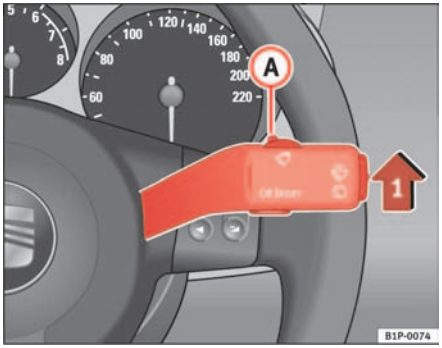

Fig. 64 Windscreen wiper lever
– Move the windscreen wiper lever into position (1) ⇒ fig. 64.
– Move the control (A) to the left or right to set the sensitivity of the rain sensor. Switch to the right - high sensitivity. Switch to the left - low sensitivity.